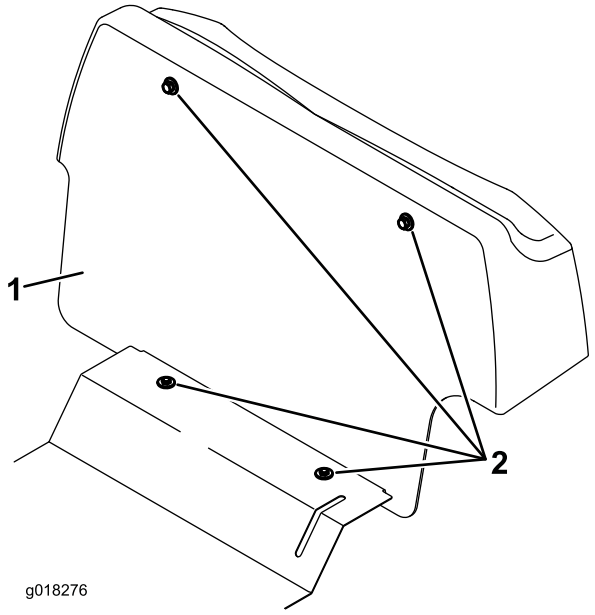

**図 1**
3. バルクヘッドを固定しているボルト4本を取り外してバルクヘッドを外す（図 1）。これはメイン配線パネルに手が届くようにするためである。